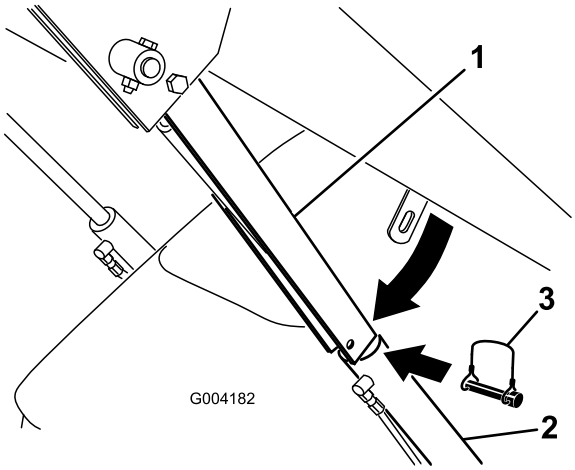

Rysunek 24
4. Wyjmij zawleczkę mocującą blokadę siłownika do ramion ładowarki (Rysunek 24).
5. Opuść blokadę siłownika nad tłoczysko siłownika i unieruchom ją za pomocą zawleczki (Rysunek 24).